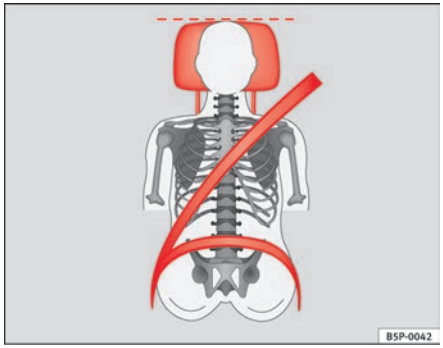
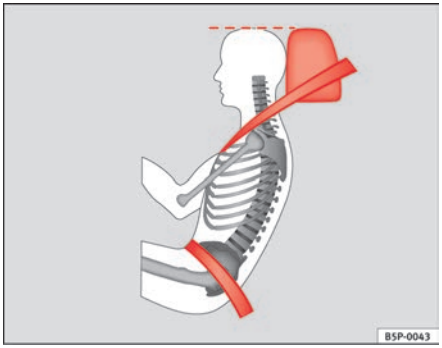

Fig. 64 Front view: head restraints and seat belts correctly adjusted
Fig. 65 Side view: head restraints and seat belts correctly adjusted
– Adjust the head restraint so that its upper edge is at the same level as the top of your head, or as close as possible to the same level as the top of your head and, as a very minimum at eye level ⇒ fig. 64 and ⇒ fig. 65.